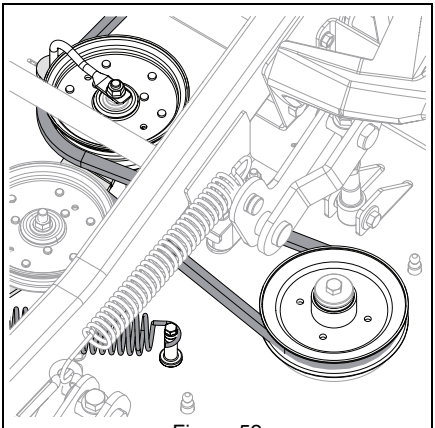

Figure 52
4. Reinstall idler spring hook around anchor bolt to apply tension to belt. See Figure 52.